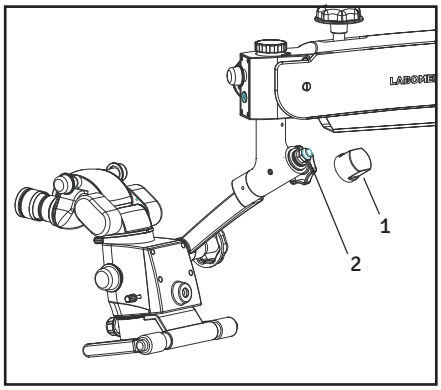

Fig 12
A. Unscrew the black cap (see 1 in Fig. 12).
B. Use a 19 mm wrench to turn the screw (see 2 in Fig. 12) to achieve the desired tension.
C. Once the desired tension is achieved, screw on the black cap (see 1 in Fig. 12).